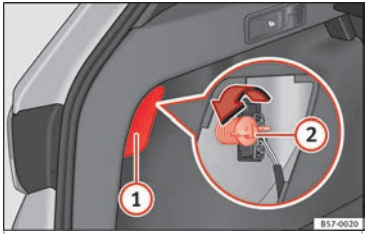

Fig. 111 Luggage compartment: access to the bolt securing the tail light unit.
3. Remove the lid, levering it with the flat side of a screwdriver into the recess ››› **Fig. 111** (1).
5. Unscrew the light securing bolt by hand or using a screwdriver ››› **Fig. 111** (2).